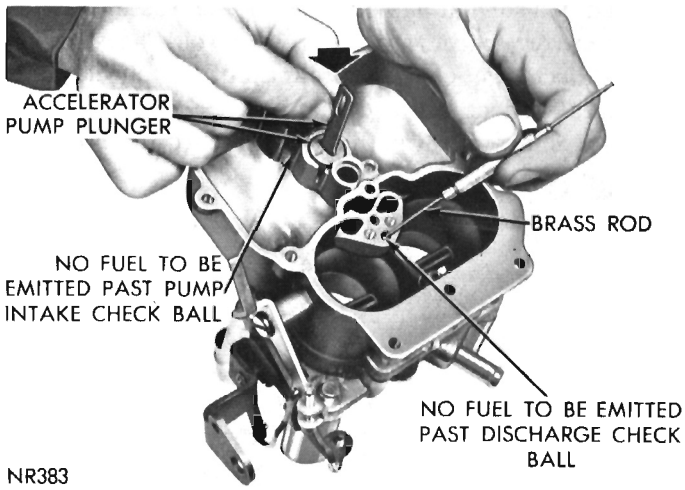

Fig. 6—Testing Accelerator Pump Intake and Discharge Check Balls
(1) Invert main body and place a new gasket in position and place throttle body on main body and align. Install screws and tighten securely.
(2) Install accelerator pump discharge check ball in discharge passage and check accelerator pump system; fuel inlet and discharge check balls as follows:
(3) Pour clean gasoline into carburetor bowl, approximately 1/2 inch deep. Remove pump plunger from jar of gasoline, flex leather several times, then slide down into pump cylinder. Raise plunger and press lightly on plunger shaft to expel all air from pump passage.
(4) Using a small clean brass rod, hold discharge check ball down firmly on its seat. Again raise plunger and press downward. No fuel should be emitted from either intake or discharge passage, (Fig. 6).